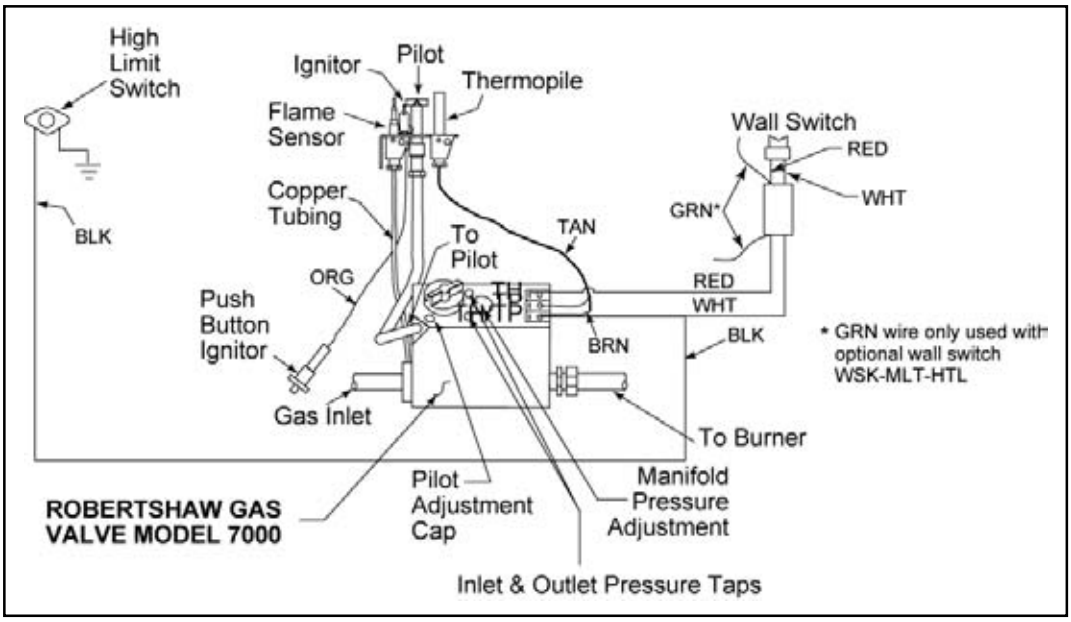

Figure 13
1) **Appliance Requirements:** A wiring diagram is shown in Figure 13.